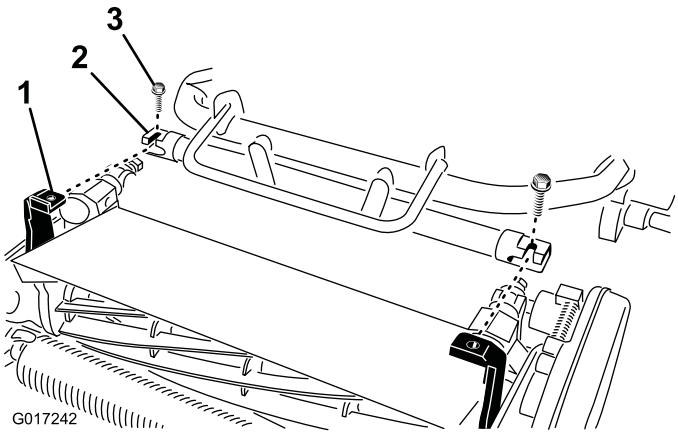

Figur 5
4. Manøvrer traktionsenhedens ramme (Figur 5) frem, indtil den indkobles i klippeenhedens drejearme.
5. Fastgør traktionsenhedens ramme til klippeenhedens drejearme med to bolte (3/8 x 3/4 tomme) (Figur 5).